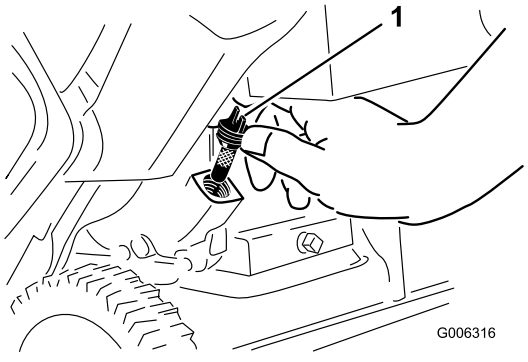

Figur 9
2. Rengör runt oljepåfyllningslocket (Figur 9).